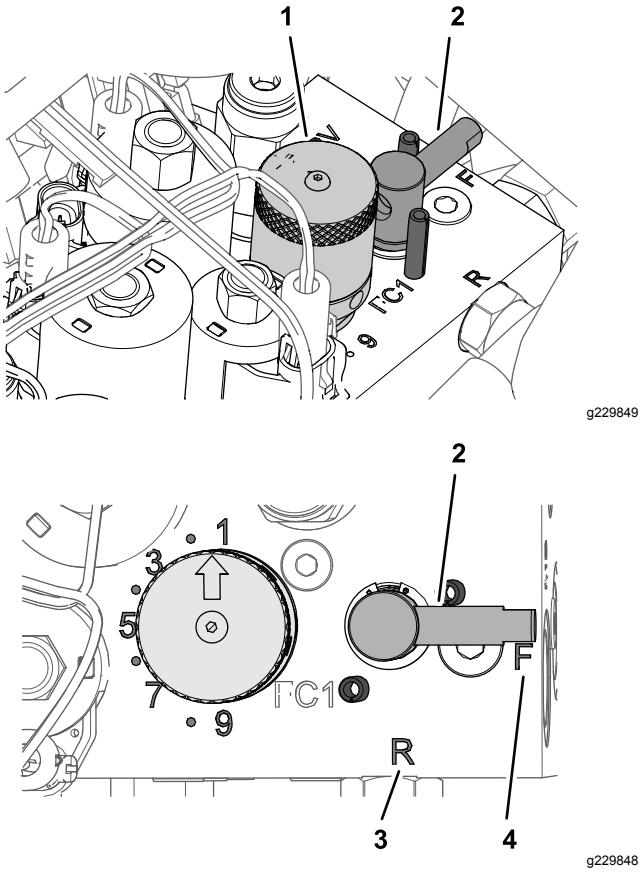

Figuur 65
4. Zet de wethendel in de stand 'R' (Figuur 65).
5. Draai de knop voor de toerentalregeling van de messenkooien op instelling 1 (Figuur 65).